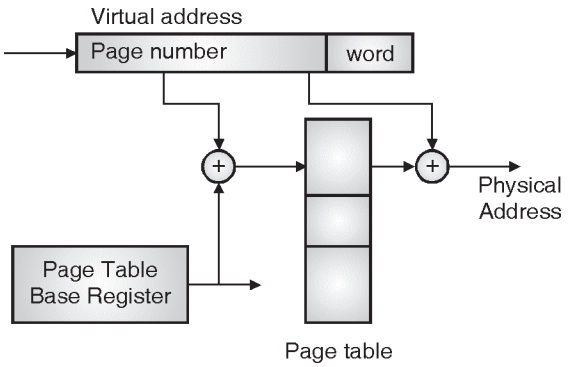

Fig. 5.12.1 : Paging mechanism
- Fig. 5.12.1 shows how the address translation takes place.